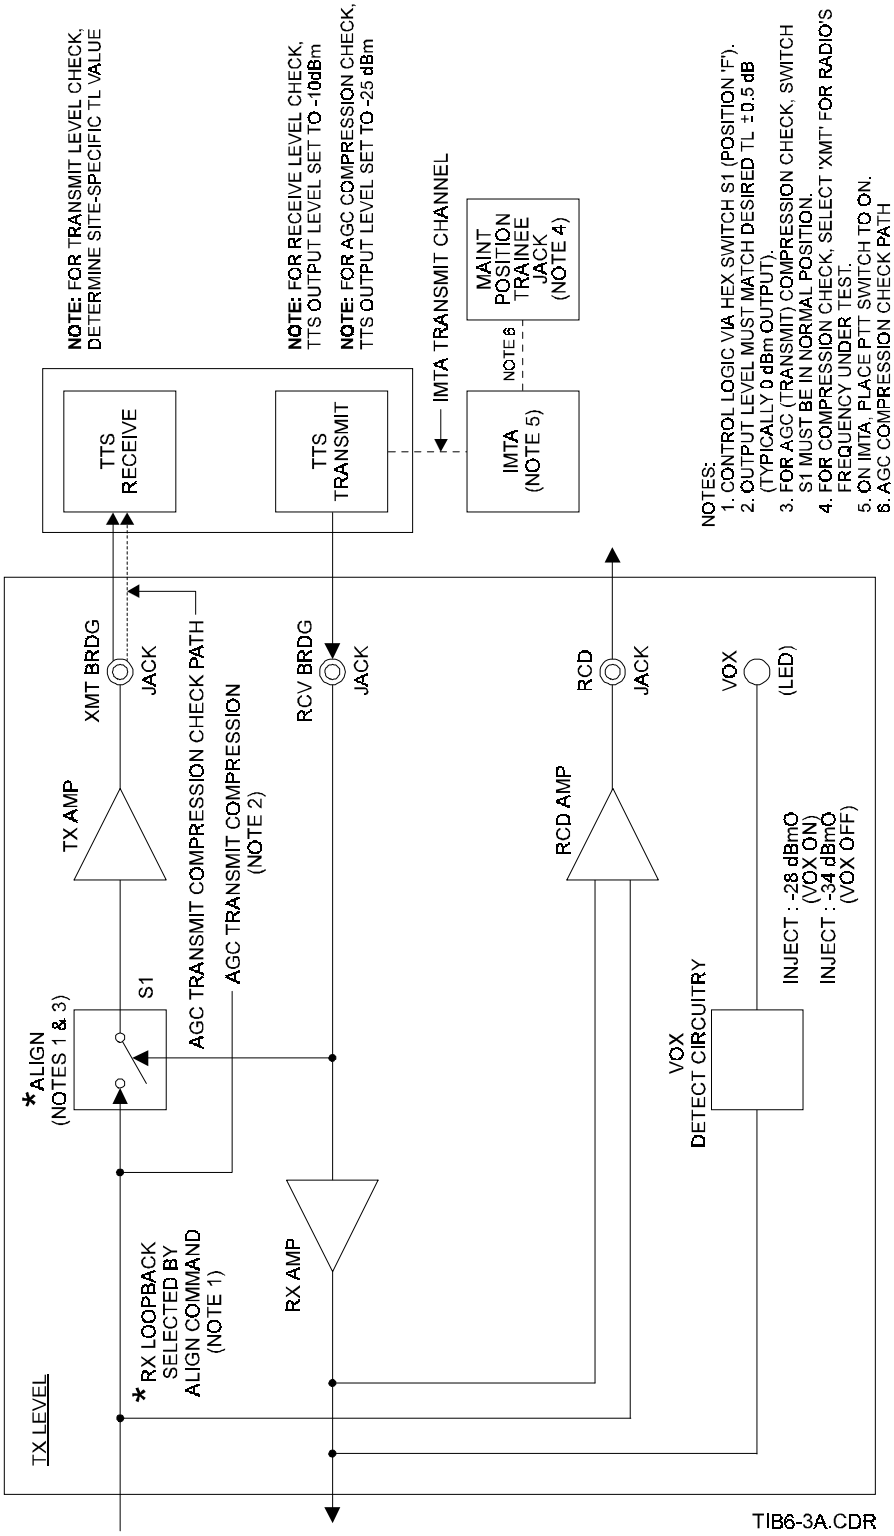
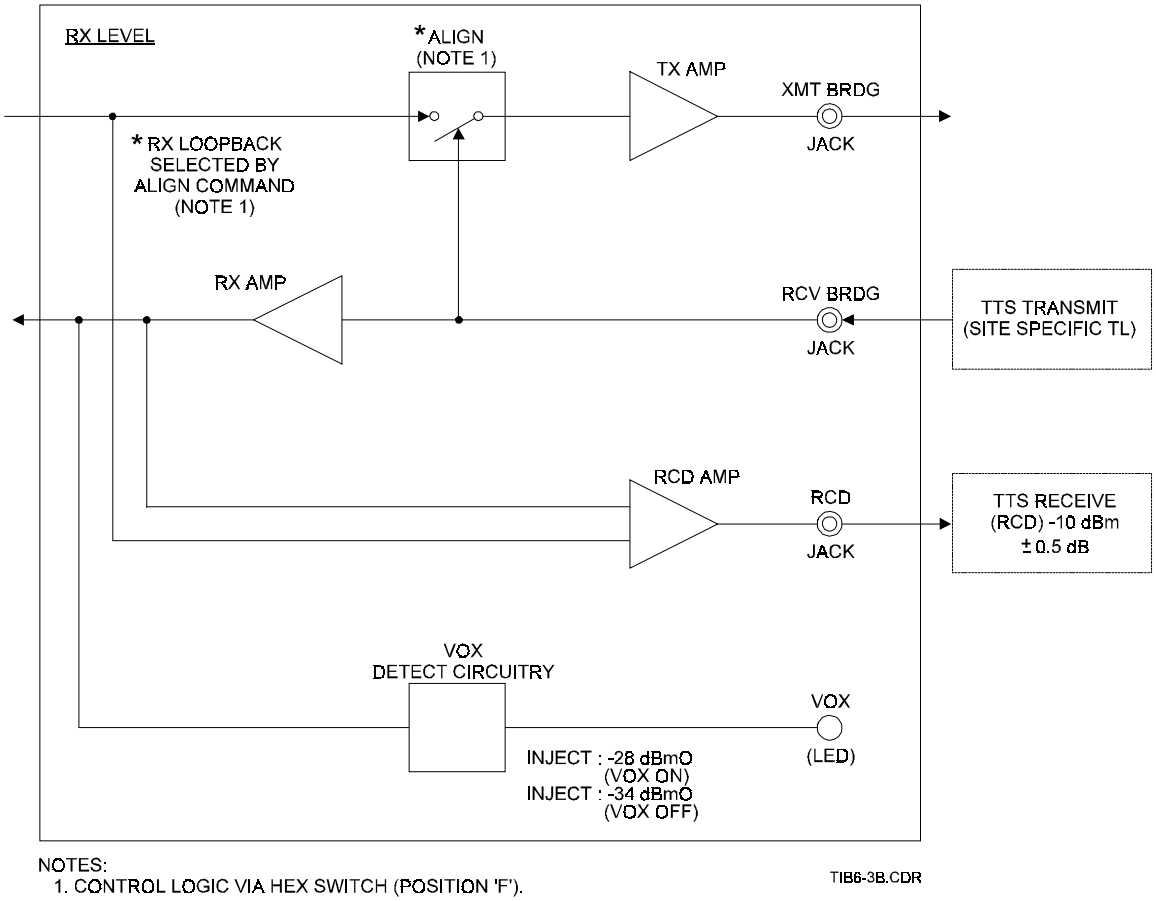

*Figure 6-3a. Radio Processor Performance Check Block Diagram (Transmit Path)*
***Figure 6-3b. Radio Processor Performance Check Block Diagram (Receive Path)***
**Figure 6-3a** presents a simplified diagram covering the transmit path of the performance check; **Figure 6-3b** provides a similar diagram for the receive path.